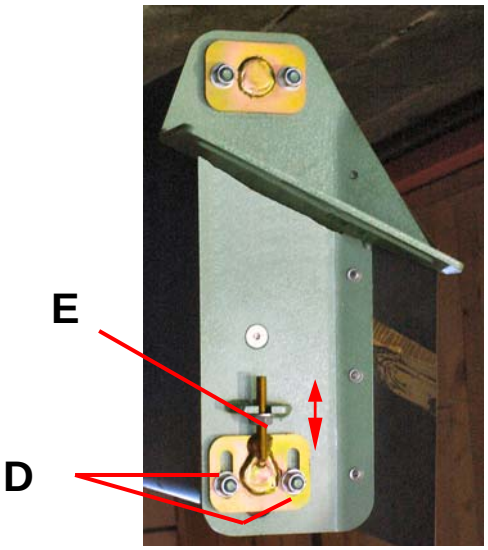

Figure 37
- Dévissez les vis repère D sur la figure 37, de chaque côté du tapis.